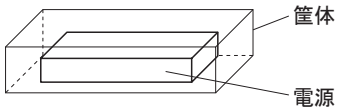

図3.2　電源取り付け例
■図3.2のように、電源が密閉空間で使用された場合、冷却が十分できない可能性がありますので、項3.2のポイントA、ポイントBの温度をご確認の上ご使用ください。